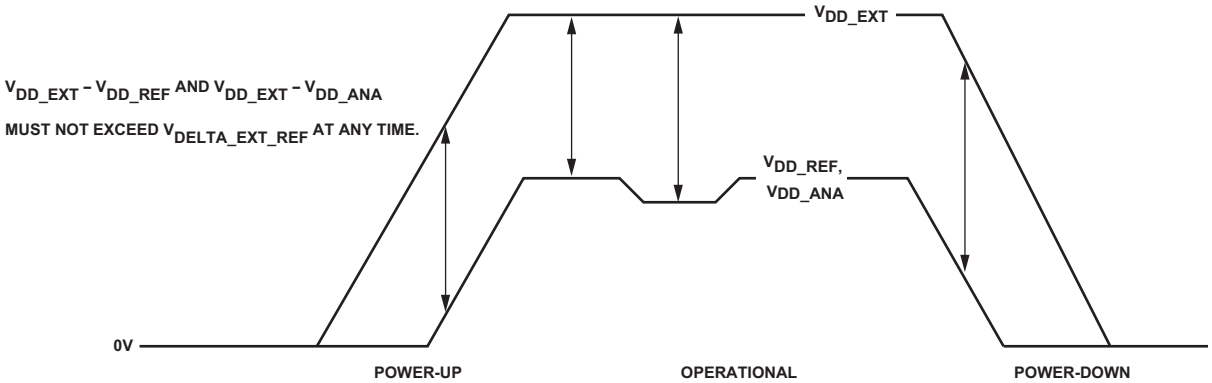

Figure 11. Power-Up and Power-Down Voltage Delta Requirement
1. The $V_{DELTA_EXT_REF}$ specification must be met at all times, including during power-up reset and when powering down the device (Figure 11).